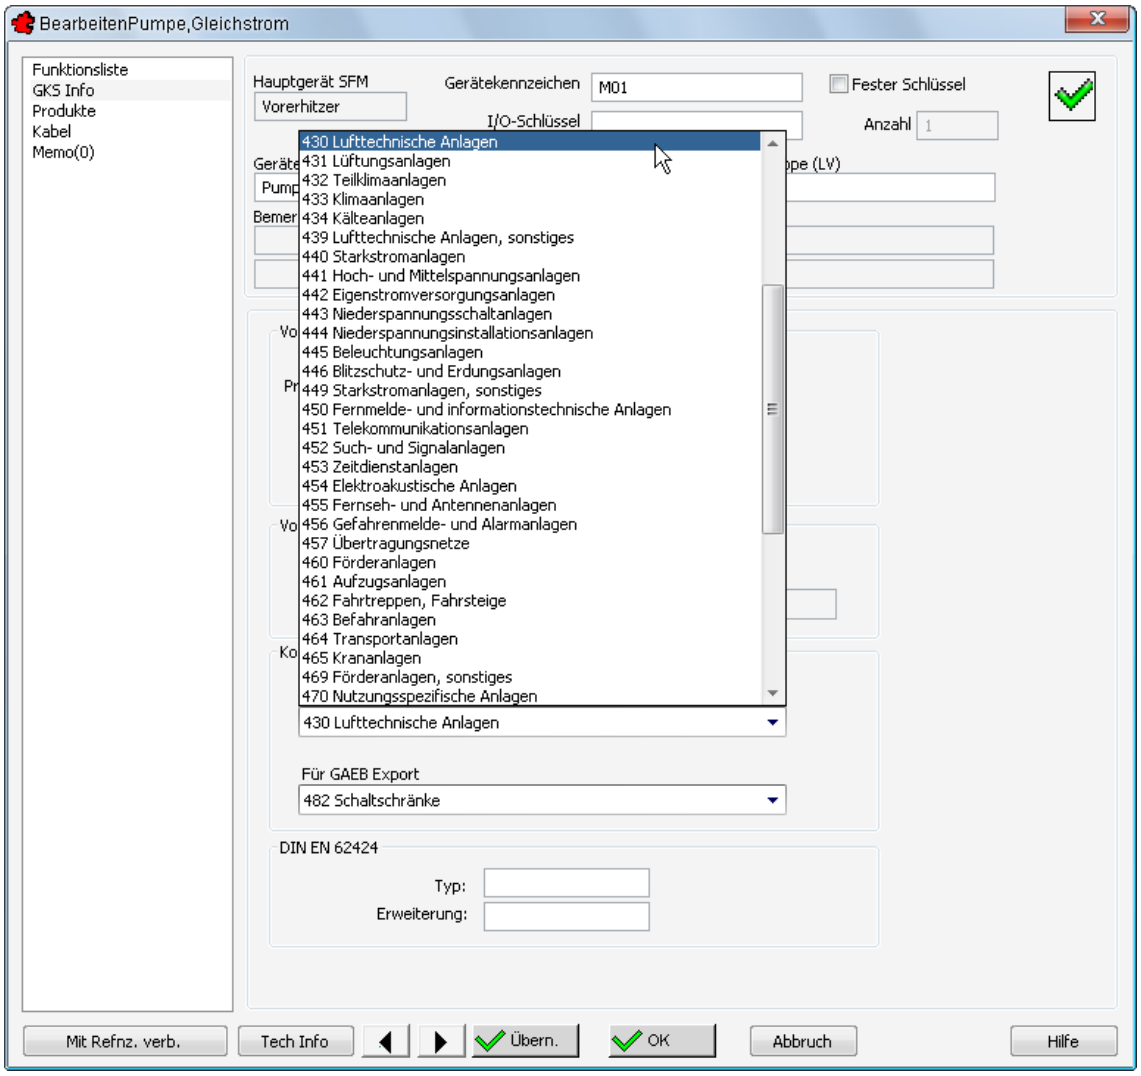

Bild 24.43 – Kostengruppennummer und Kostengruppentext für Listen
- Wechseln Sie zur Rubrik *GKS Info* (Abb. 24.43).
Der Teilschlüssel *Kostengruppentext für Listen* stellt den zweiten Teil des Eintrags im Gruppenfeld *Für Listen* dar (vgl. Abb. 24.43).